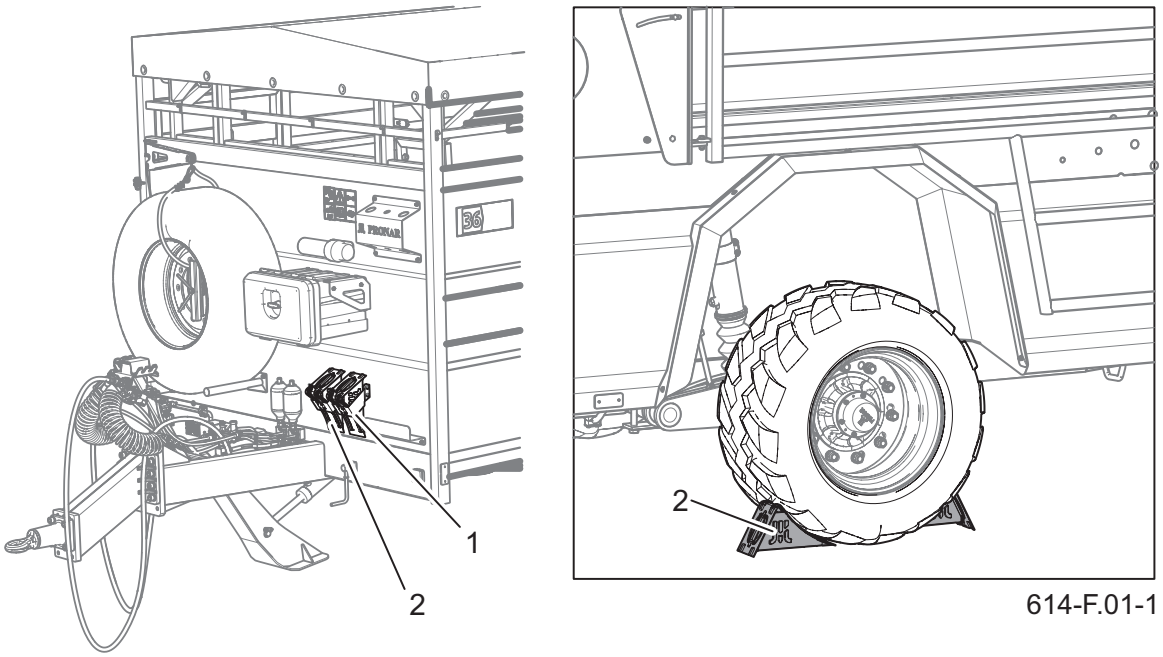

Рисунок 2.1 Положение блокирующих клиньев
- Не оставляйте отцепленную машину на дорогах общественного пользования. Отсоединенный от трактора прицеп должен быть поставлен на ручной тормоз (стояночный). Дополнительно нужно подложить под колеса клинья или какие-либо другие неострые предметы. (Рис. 2.1) Клинья необходимо подкладывать только под одно колесо (один спереди колеса - второй сзади).